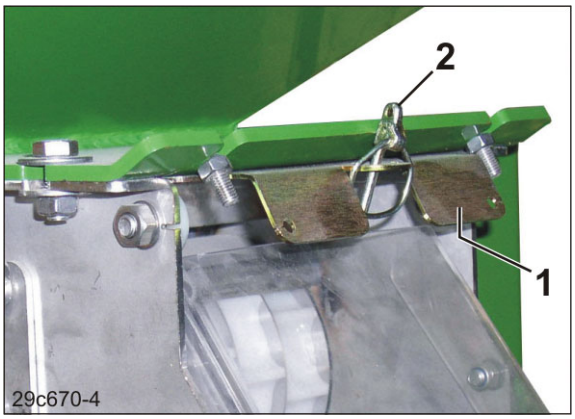

Fig. 137
1. Fjern ringstiften (Fig. 137/2)
(kun nødvendigt for at lukke den fyldte såsædsbeholder med spjældet (Fig. 137/1).
Husk at åbne alle spjæld (Fig. 137/1).
Fastgør hvert spjæld med en ringstift (Fig. 137/2).